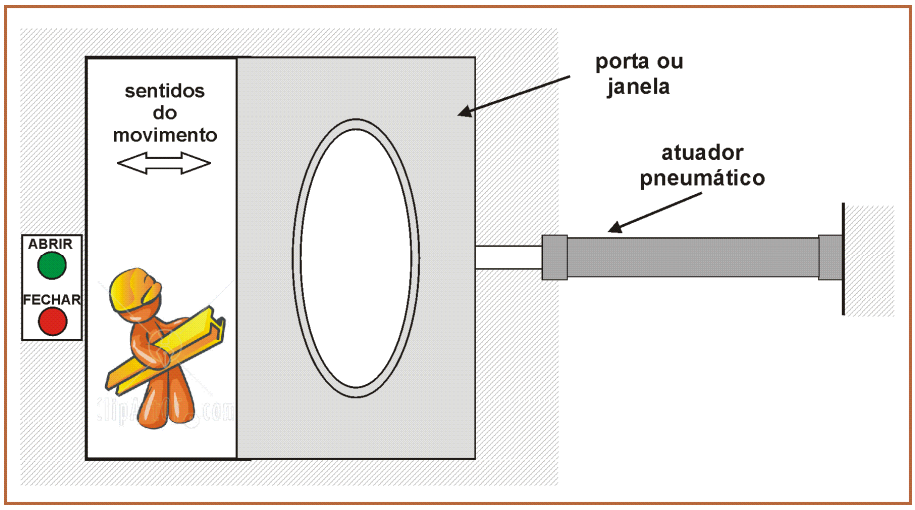

**Fig. 1 – Mecanismo para abertura de porta ou janela**
**1.** Tal como estudado no trabalho prático P3, em máquinas de aplicação industrial é muito comum encontrar "portas" ou "janelas" de acesso que são movidas por atuadores pneumáticos. O comando da abertura ou do fecho, de um desses dispositivos, ilustrado na fig. 1, é conseguido através de dois botões elétricos (de "ABRIR"e de "FECHAR", respetivamente). Para evitar movimentos bruscos, a velocidade de operação deve ser "moderada".